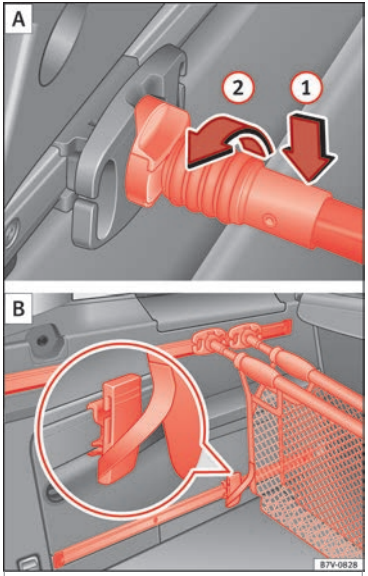

Fig. 95 Hook the baggage net A and use it as a bag B.
Place the attachment rod on the baggage net support ››› **Fig. 95** (1) and rotate 90° to the left (2). The red mark on the attachment rod should not be visible ››› ⚠.
- Hook the baggage net attachment strap underneath into one of the movable attachment elements ››› **Fig. 95 B**.